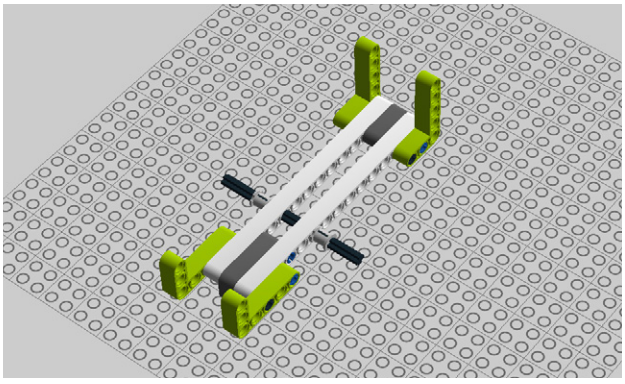

Figure 5-84. *Step 77: Connecting the beams*
77. Next, connect four 3x5 angle beams as Figure 5-84 shows.